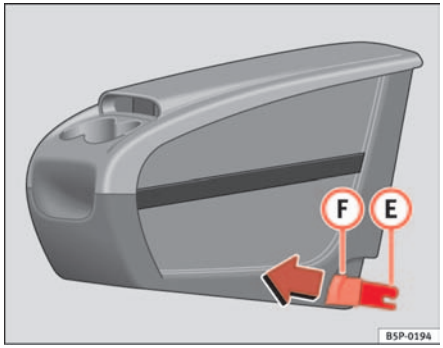
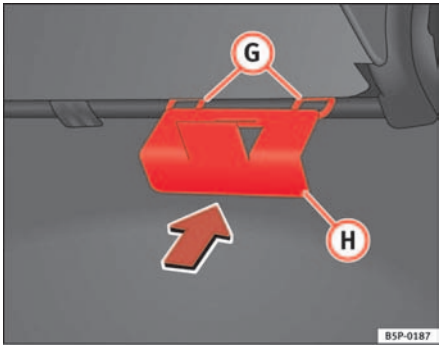

Fig. 109 Mobile stowage compartment Installation
Fig. 110 Mobile stowage compartment mounting plate
– Fit the mobile stowage compartment mounting plate (H) ⇒ fig. 110 from the inside of the vehicle, through the rear section of the seat. It should be fitted between the back rest and the seat, in the central seat area.
– Set both mounting pieces together (E) ⇒ page 139, fig. 109, with both mounting rings (G) ⇒ page 139, fig. 110 and press hard until both the clips completely connect with the rings.
– Pull each of the buttons ⇒ page 139, fig. 109 (F) on the clips (red buttons) forwards, until they snap out of place.